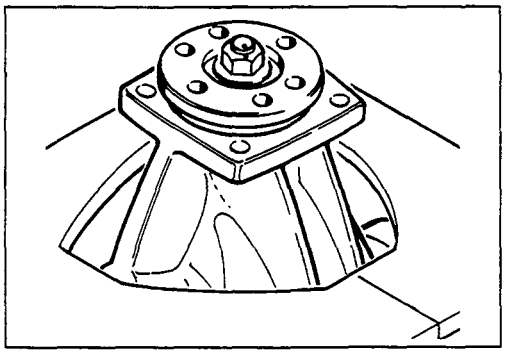

Figure 6
4. If items 2 and 3 are O.K., measure the PINION PRE-LOAD TORQUE for reference only, (axles with higher mileage will show lower readings and are difficult to measure accurately) mark the pinion end, pinion nut and companion flange also noting the number of threads that protrude through the pinion nut. This will make it possible for the pinion nut to be tightened to exactly the same position on re-assembly. (see Fig. 6).